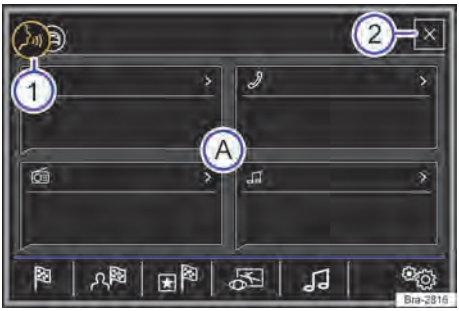

Fig. 154 Comando de voz: exibição do menu de ajuda e elementos falados.
– Somente falar os comandos de voz quando os sons sinalizadores e orientações faladas terminarem e o símbolo 🎙 → Fig. 154 ① aparecer no display.
É exibido um menu auxiliar com os comandos de voz mais importantes das áreas ativas (por exemplo navegação) → Fig. 154 Ⓐ. A exibição do menu auxiliar pode ser ligada e desligada no menu **Configurações do comando de voz** → Página 205.
Somente falar os comandos de voz quando os sons sinalizadores e orientações faladas terminarem e o símbolo ☎ → Fig. 154 ① aparecer no display.